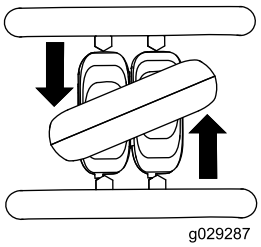

**Rysunek 10**
- Aby skręcić w lewo, obróć dźwignię sterowania zespołem jezdnym przeciwnie do kierunku wskazówek zegara (Rysunek 10).